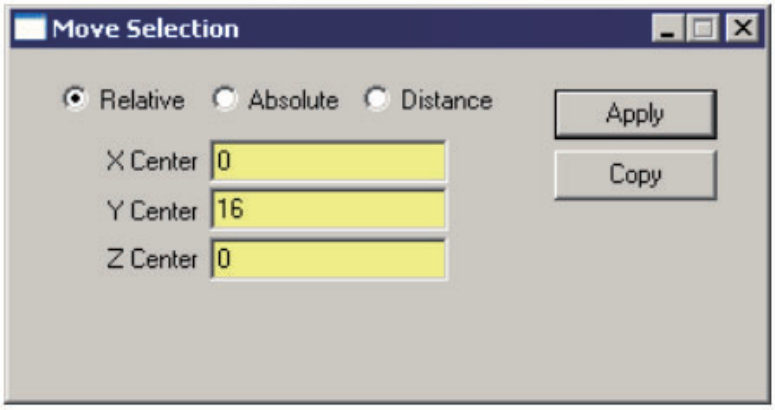

FIGURE 9.41 - Move Selection Dialog
8. [**選択** | **オブジェクト** | **移動**] ダイアログで Y Center に 16 を入力して「コピー」ボタンをクリックし 2 つ目のレンズを作成します。図 9.41 を参照してください。